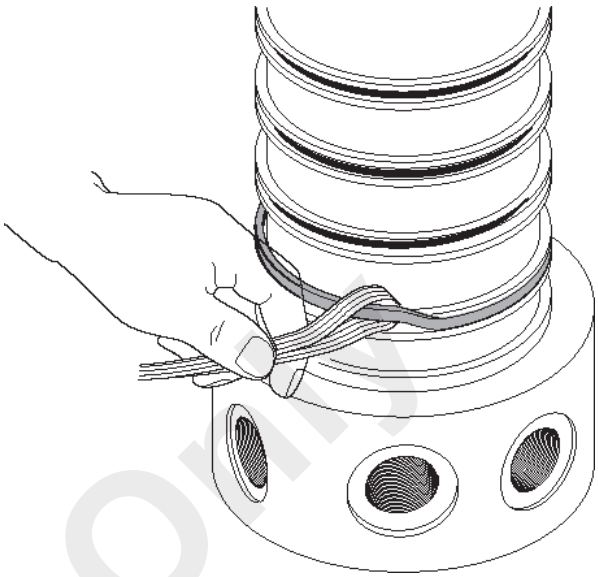

FIGURE 4-78
6. A seal assembly tool must now be fabricated from a piece of 19 mm (3/4 in) wide fiberglass packing tape approximately 457 mm (18 in) long. Fold the tape in half with glue sides together (Figure 4-78). No glue can be exposed on the tape.
7. See Figure 4-78 and insert the piece of packaging tape around the seal ring to form a puller. Place the seal ring into the seal groove over the O-ring. The seal ring will not fit entirely in the groove.
8. Using the tape, stretch the seal ring just enough to work the seal ring over the edge of the flow groove and into the seal groove. See Figure 4-78. Slowly slide the tape along the seal until the entire seal is installed in the seal groove. Be careful not to damage the seal ring.